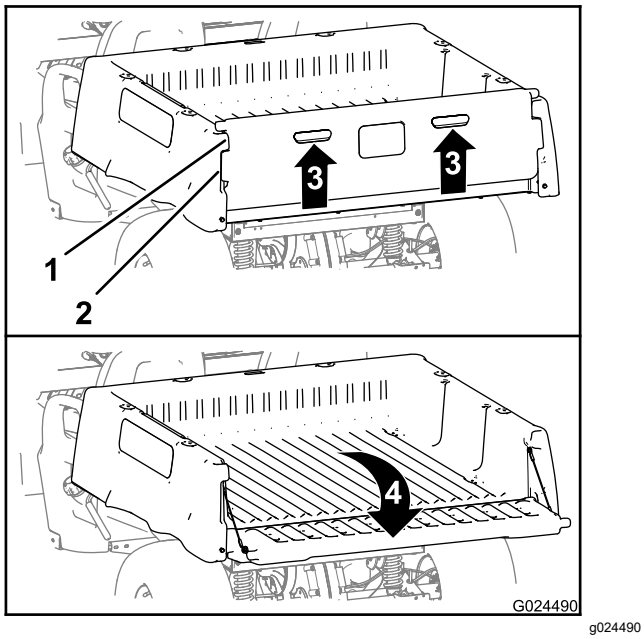

**Figur 16**
2. Løft ved å bruke løftegrepene på ryggpanelet til baklemmen (Figur 16).
3. Juster låseflensene til baklemmen med åpningene mellom lasteplanets baklemflenser (Figur 16).
4. Roter baklemmen bakover og ned (Figur 16).
6. Vri baklemmen opp og ned til låseflensene til baklemmen er justert på linje med baklemlommen i lasteplanet (Figur 16).
7. Senk baklemmen til den sitter ordentlig bak på lasteplanet (Figur 16).